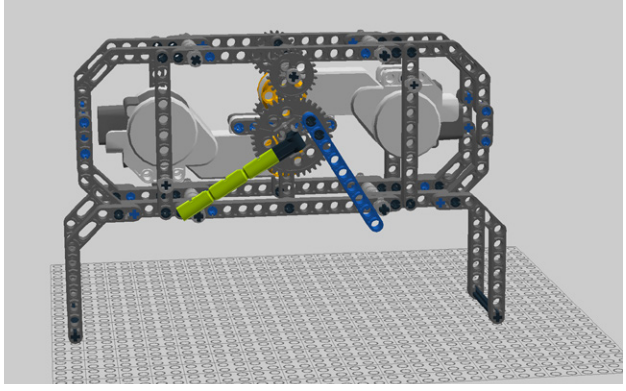

Figure 4-43. *Step 38: Attaching the minute hand*
38. Add the minute hand to the angle element as shown in Figure 4-43.